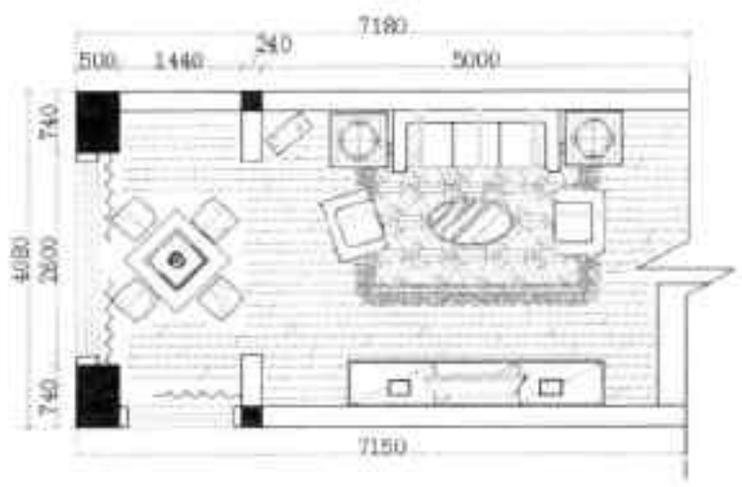

图10-61 打开素材文件
Step01 启动AutoCAD 2014软件，打开“客厅平面图”素材文件，如图10-61所示。